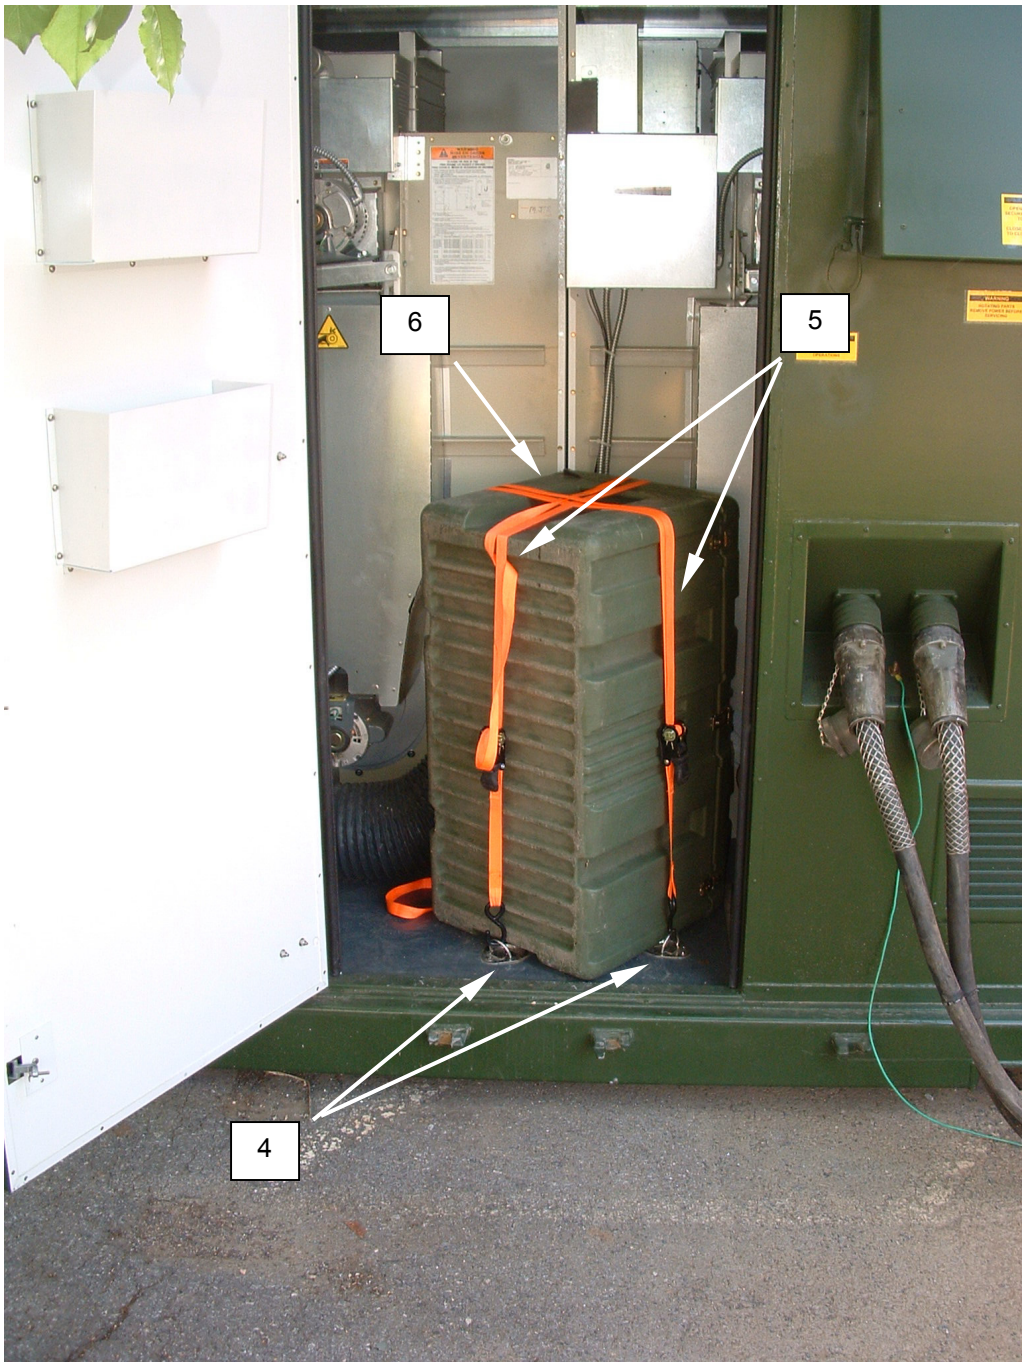

Figure 15. Pack the Footlocker in the CBL.
4. Cross the straps **(Figure 15, Item 5)** and attach to the remaining D-rings **(Figure 15, Item 4)**. Tighten the straps until the footlocker **(Figure 15, Item 6)** is secure.